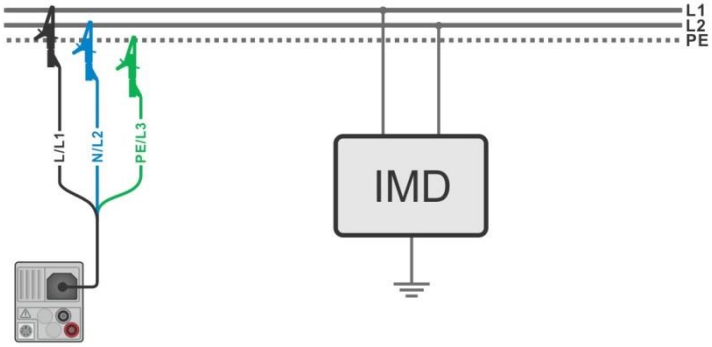
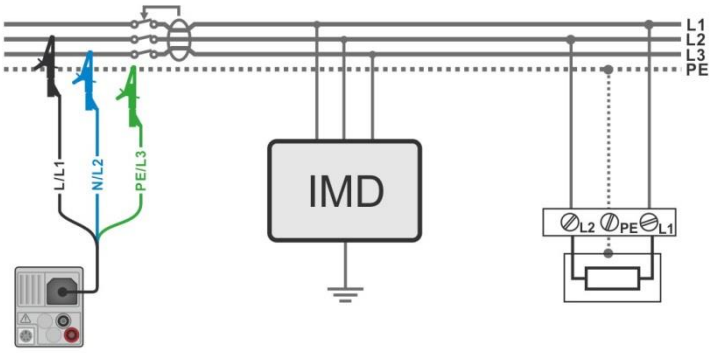

Figure 7.82: Measurement of highest First fault leakage current with 3-wire test lead
Figure 7.83: Measurement of First fault leakage current for RCD protected circuit with 3-wire test lead
- Connect test leads to the object under test, see ***Figure 7.82*** and ***Figure 7.83***.